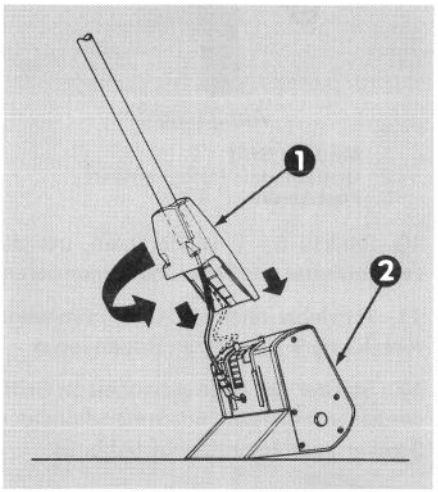

Abbildung 6
13. Antriebseinheit so stellen, dass der Griffholm eingefügt und eingesteckt werden kamm (Abb. 6). Griffholm im **Uhrzeigersinn** 1-1/2 Drehungen drehen, bis Antriebseinheit und Griffholm passend ausgerichtet sind.